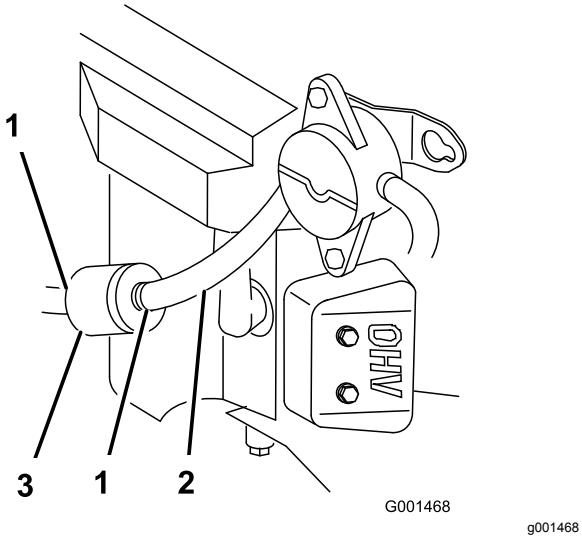

Figur 39
4. Kläm ihop ändarna på slangklämmorna och dra bort dem från filtret (Figur 39).